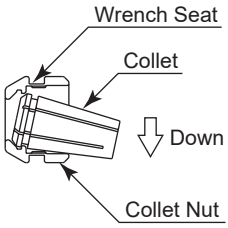
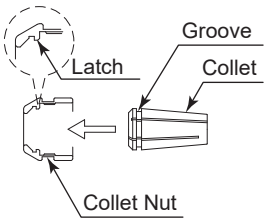

Fig. 11
Fig. 12
② The collet and collet nut are secured by a groove in the collet and a flange in the collet nut. To remove the collet hold the collet nut in one hand and push diagonally down on the collet. The collet should be released (Fig. 11).
③ To install the collet, hold the collet at a slight angle, and insert it into the collet nut (Fig. 12). Press the collet in the collet nut by positioning the collet in the collet nut and pressing down on flat surface (Fig. 11, Fig. 12).